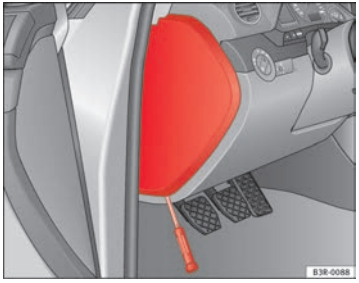

Fig. 202 Left side of dash panel: Fuse box cover
– Remove the fuse cover using a screwdriver ⇒ fig. 202.